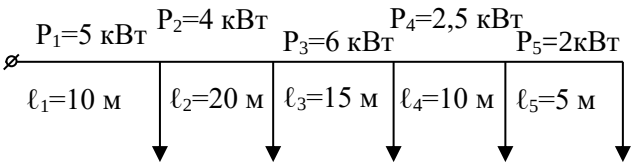

Рис.1
4. Определить сечение проводов в осветительной двухпроводной линии, расчетная схема которой приведена на рис. 1 Номинальное напряжение линии 220 В. Провода алюминиевые. Допустимые потери напряжения в линии 2,4 %.